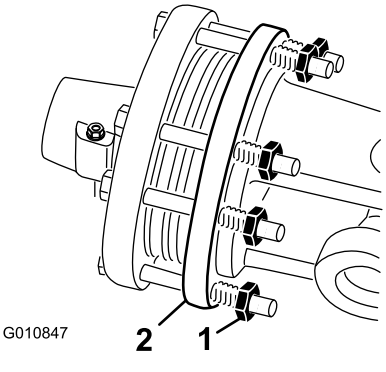

**Figur 50**
1. I slutet av säsongen ska alla kopplingsmuttrar vridas två varv bakåt (Figur 50).